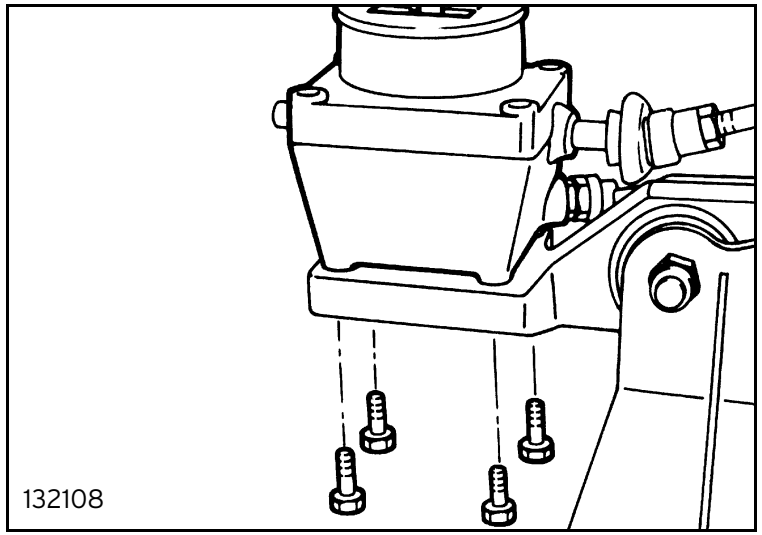

Fig. 77
- insert the screws securing the turret to the support frame without locking them (figure 77);